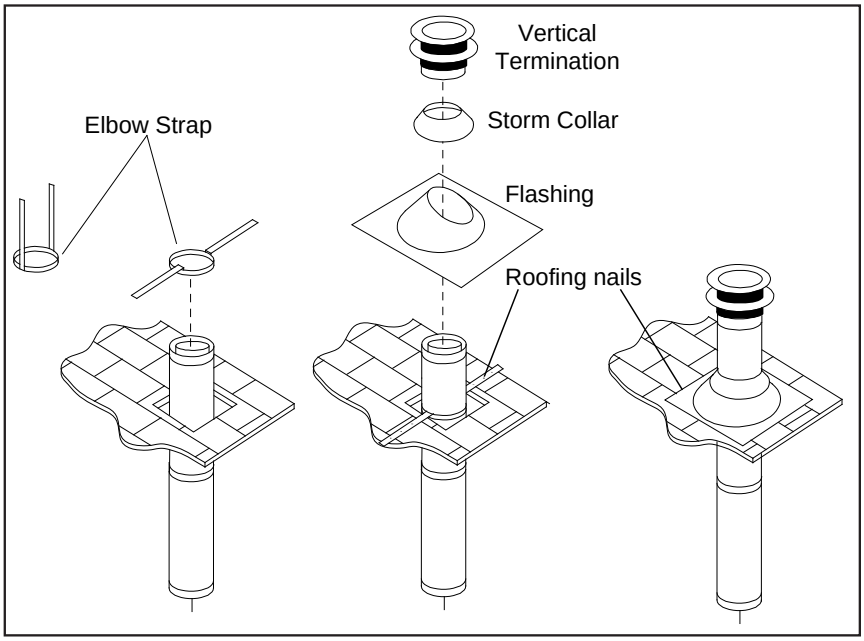

Figure 35. Vertical Vent Termination
STEP 6. Once the pipe sections have been joined, and run up through the hole in the roof, slip an elbow strap over the exposed sections, bend the support straps outwards, and push the elbow strap down to the roof level, as shown in Figure 35. Tighten the clamp around the pipe section. Use a level to make sure the pipe is truly vertical. With roofing nails, secure the support straps to the roof. Seal the nails holes heads with non-hardening mastic. Trim the excess length of the support straps that extend out beyond the edge of the flashing.
STEP 9. Slip the storm collar over the pipe, and push it down to the top of the roof flashing as shown in Figure 35. Use the non-hardening sealant around the joint between the pipe and the storm collar.
Table 7: Minimum 'H' for Figure 35.